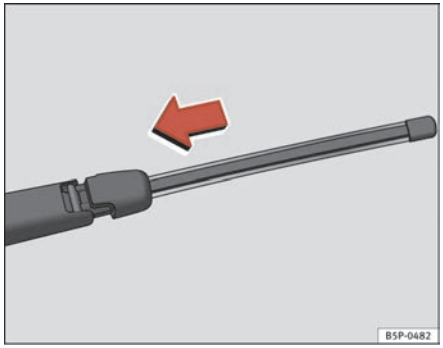

Fig. 164 Mount rear window wiper blade
– Place the blade as shown in the ⇒ page 227, fig. 164 and slide the adapter along until it fits into place.